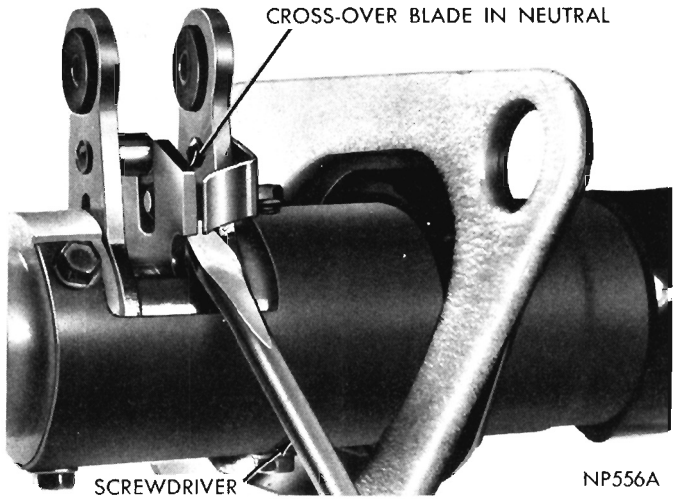

Fig. 5—Holding Cross-Over Blade in Neutral Position
so that both lever pins are engaged by cross-over blade (Fig. 5).
(3) Loosen lock nut and adjust 2nd-3rd swivel so it will enter 2nd-3rd lever at steering column while the hand lever on steering column is held 12° above horizontal position. Install washers and clip. Tighten swivel nut to 70 inch-pounds.
(4) Place screwdriver or suitable tool between cross-over blade and 2nd-3rd lever at steering column so that both lever pins are engaged by cross-over blade (Fig. 5).
(1) Remove 1st-reverse rod swivel from steering column and 2nd-3rd rod swivel from torque shaft lever.
(2) Make sure transmission shift levers are in neutral (middle detent) position.
(3) Adjust 2nd-3rd rod swivel by loosening clamp bolt and sliding swivel along rod so it will enter torque shaft lever while the hand lever on steering column is held 12° above horizontal position. Install washers and clip. Tighten swivel clamp bolt to 100 inch-pounds.
(5) Adjust 1st-reverse rod swivel by loosening lock nut and turning swivel so it will enter 1st-reverse lever at steering column. Install washers and clip. Tighten swivel lock nut to 70 inch-pounds.
(6) Remove tool from cross-over blade at steering column and shift through all gears to check adjustment and cross-over smoothness.